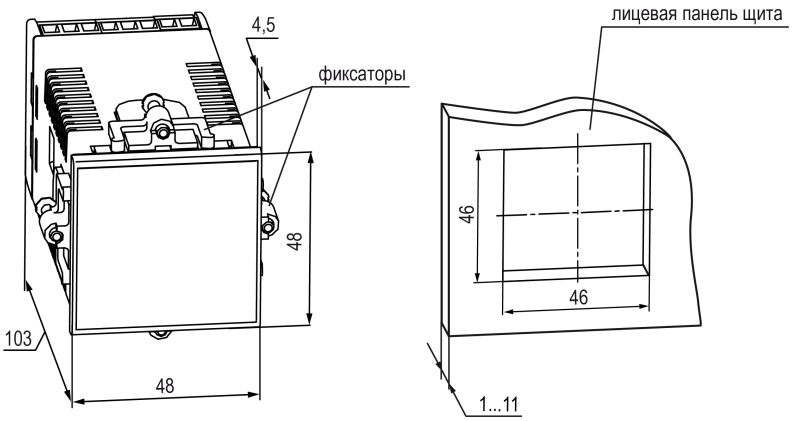

Рисунок 4.8 – Габаритные размеры корпуса Щ5 и монтажного отверстия в щите
1. Подготовить в щите управления монтажный вырез для установки прибора с помощью шаблона из комплекта поставки (см. рисунок 4.8).